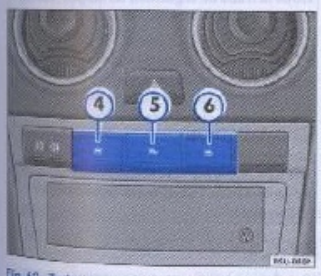

Fig. 62 Teclas de mando de los cristales traseros en el panel
– Presione la tecla[22] ⇒ página 83, fig. 62 Ⓔ ④ en su parte inferior para abrir la ventana hasta la posición deseada. Presione la tecla[22] Ⓔ ⑥ en su parte inferior para abrir la ventana trasera derecha hasta la posición deseada.
– Presione la respectiva tecla Ⓔ ④ o ⑥ en su parte superior para cerrar la ventana ⇒ ⚠, hasta la posición deseada.
Con el **interruptor de seguridad**[22] ⇒ página 83, fig. 62 ⑤ accionado (luz amarilla encendida), la tecla en las puertas traseras **no puede comandar el accionamiento del cristal.**
Si el **interruptor de seguridad** ⇒ página 83, fig. 62 ⑤ es desactivado (luz amarilla apagada), la tecla de las puertas traseras **puede comandar el accionamiento del cristal.**